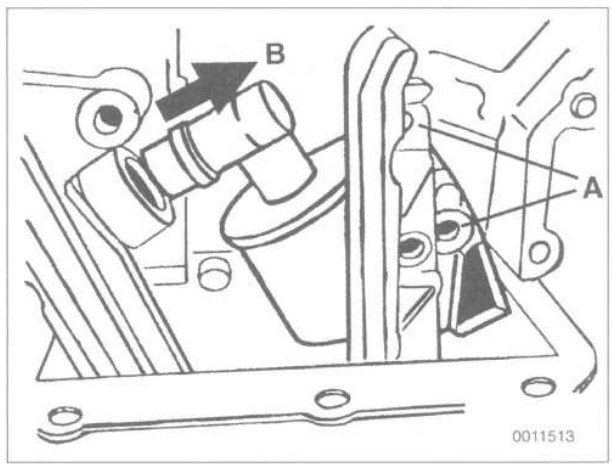

Fig. 46. Remove bolts from chain guide rail (**A**) and disconnect oil separator from cylinder head (**B**).
17. Remove bolts from timing chain guide rails and pull crankcase ventilation oil separator away from cylinder head. See Fig. 46.